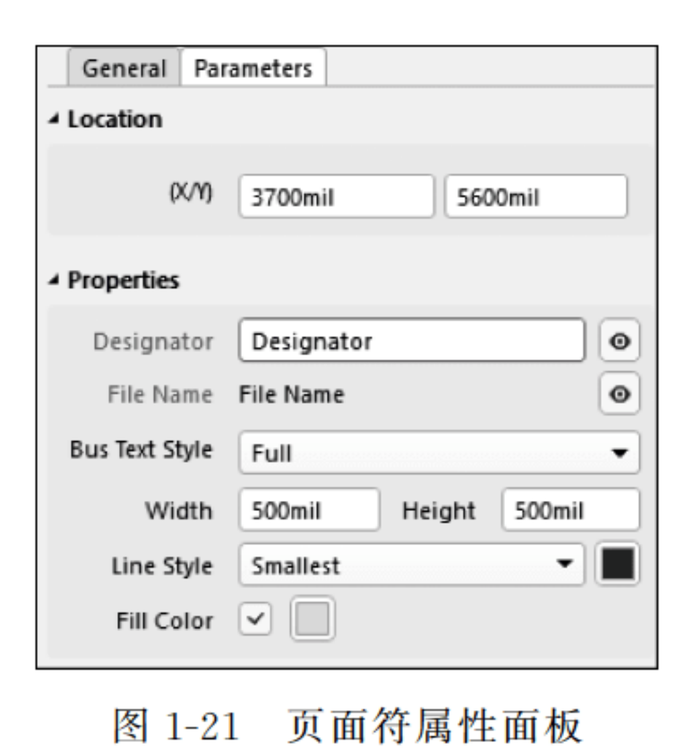

图 1-21　页面符属性面板
③ 设置页面符属性。双击页面符，打开页面符属性面板，进行相应的参数设置，如图 1-21 所示。